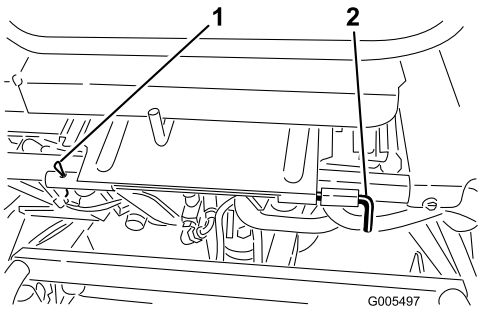

Figura 33
3. Baje el asiento y retire el pasador que fija la varilla de pivote del asiento al bastidor (Figura 33).